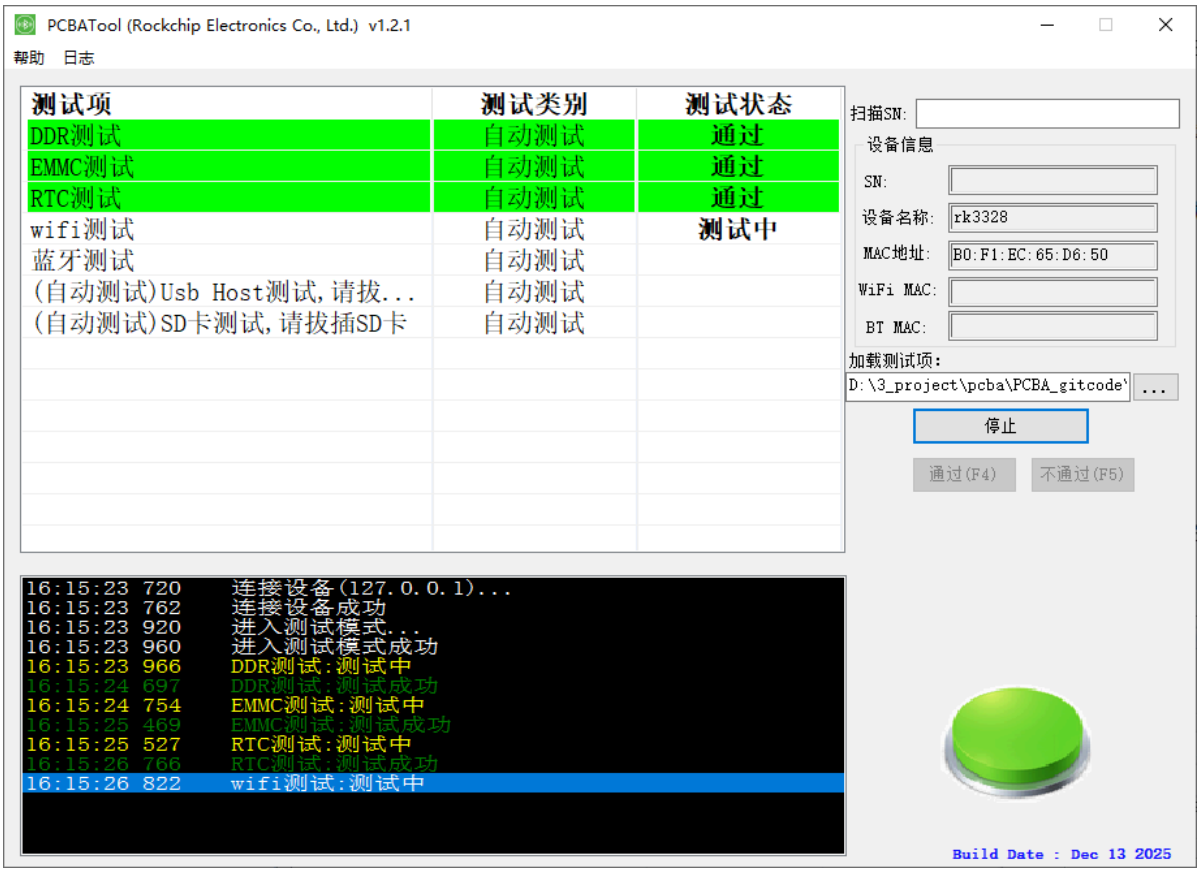

图 1-5 PCBA 启动测试
Step3：点击【开始测试】按钮后，首先同时测试所有的自动测试项以及第一个人工测试项；自动测试项无需点击【通过】或者【不通过 】。如下图1-5所示。